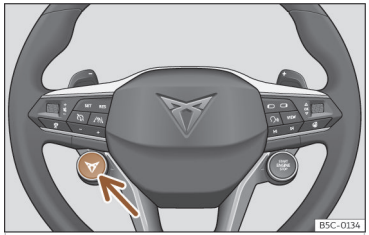

Abb. 118 Multifunktionslenkrad: Schalter für den Fahrprofilwechsel.
- **ODER:** Drücken Sie kurz die Taste ››› **(Abb. 118)** (Pfeil), um das Fahrprofil zu wechseln. Durch längeres Drücken auf die Taste gelangt man direkt zum Fahrprofil **Cupra**.